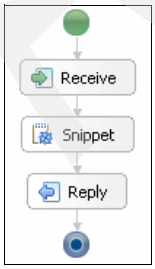

Figure A-36 Insert Snippet activity
12. Click between Receive and Reply to insert the snippet (Figure A-36).